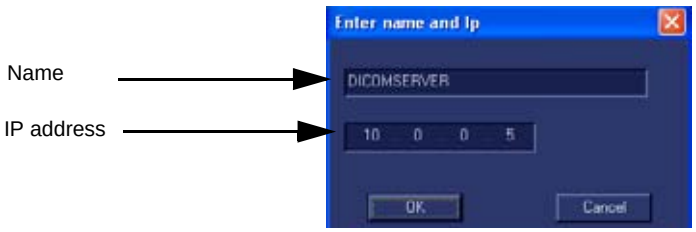

Figure 3-56 Edit Name and/or IP address
c.) Edit the name and/or the IP address of the server, see Figure 3-56.